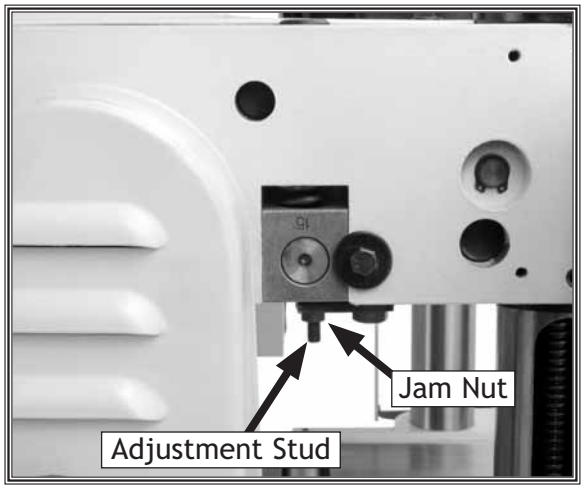

Figure 40. Feed roller height adjustment.
7. Lower the feed rollers onto the boards with the adjustment stud shown in **Figure 40**.